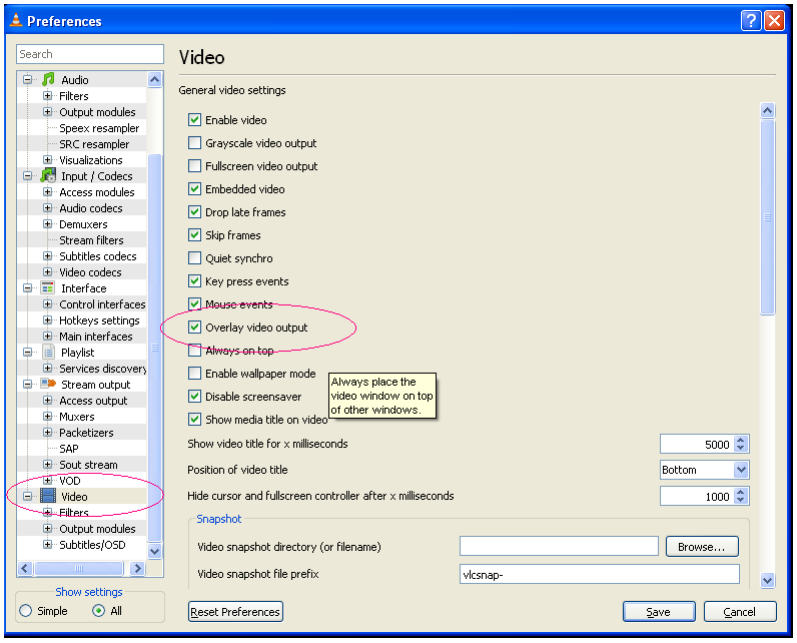

Figure 30. Overlay Video Output
3. On the left pane, click 'Video' and then select 'Overlay video output' option (see Figure 30). Also, select 'All' options.